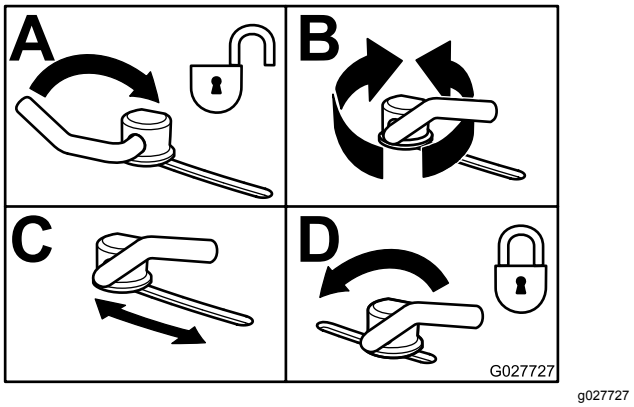

Figuur 38
3. Om de sluitnokken te verstellen, draait u de hendel omhoog om ze los te maken (Figuur 38).
5. Draai de hendel terug om de plaat en de sluitnokken vast te zetten (Figuur 38).